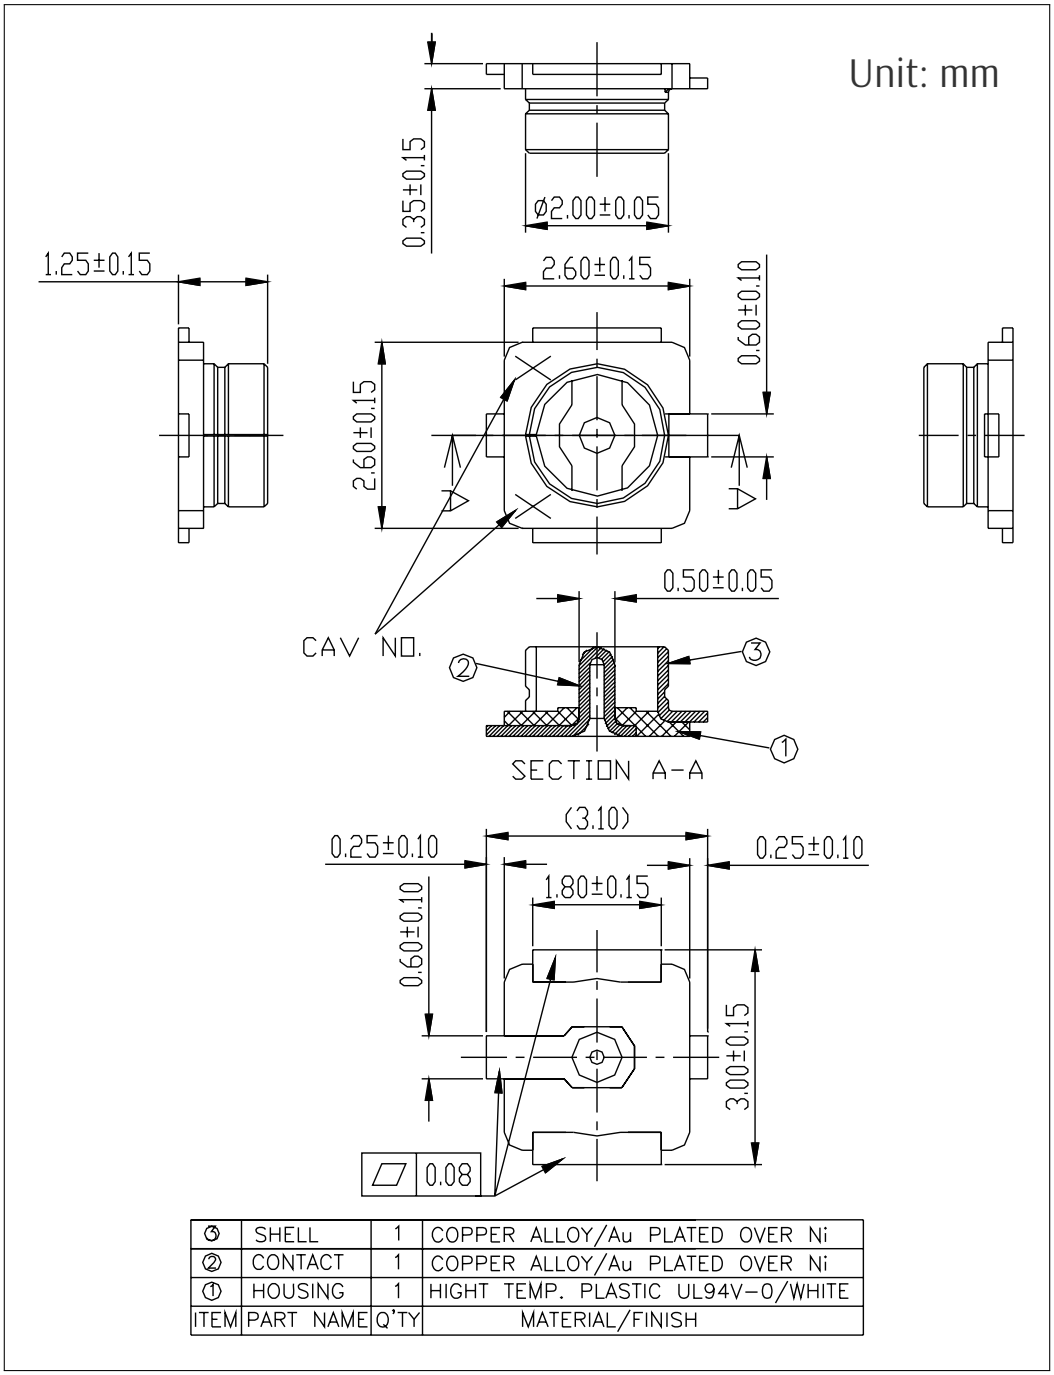

Figure 10-3. Dimensions of External Antenna Connector
ESP32-C5-WROOM-1U uses the first generation external antenna connector as shown in Figure 10-3 *Dimensions of External Antenna Connector*. This connector is compatible with the following connectors:
- The connector matches the specifications shown in Figure 10-3 *Dimensions of External Antenna Connector*